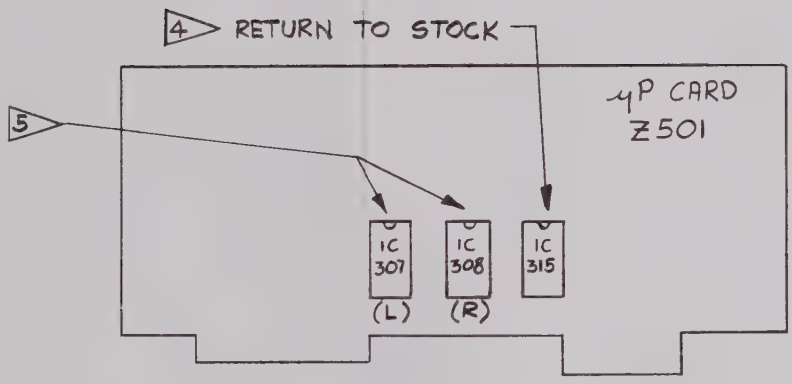

FIGURE 1
4. REMOVE (1) PROM (IC 315) & RETURN TO STOCK PER DELETION LIST 0415-00-
5. ADD (2) EPROMS (IC 307 & IC 308) AT LOCATIONS SHOWN. SEE FIG. 1
7. ATTACH (2) CARD GUIDES (ITEM #3) IN 3rd CARD POSITION AS SHOWN.
-00-9001. SEE FIG. 1.